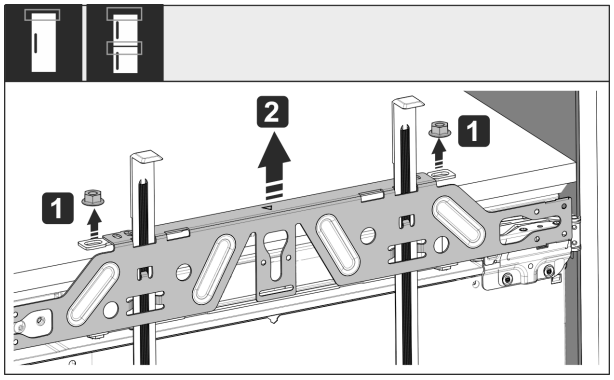

Fig. 51
▶ Открутите контргайки *Fig. 51 (1)*.
▶ Снимите крепежную поперечину *Fig. 51 (2)*.